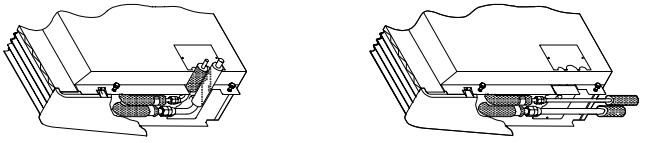
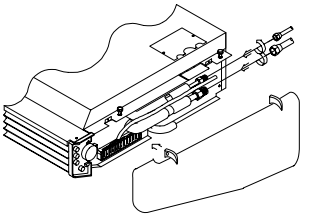

Fig. 4
Fig. 5
(1) The unit should be at the reasonable level and pitched toward the drain, so as to ensure proper drainage.
(2) Connect the soft hard vinyl chloride pipe to the coupling, see fig.4
(3) Drainage is done by gravity effect, therefore the piping outside the unit should have a slope downwards.
(4) Avoid draining as shown in fig.5
(2) The pipes can be bend around the rear as shown in figure 4.
(3) Brazing should be performed with a constant purge of nitrogen through the piping. This is to keep inside of tubing clean.
(4) Insulate suction and liquid line separately to prevent sweating .
(5) Use two spanners to connect the flare nut connections. See fig.5